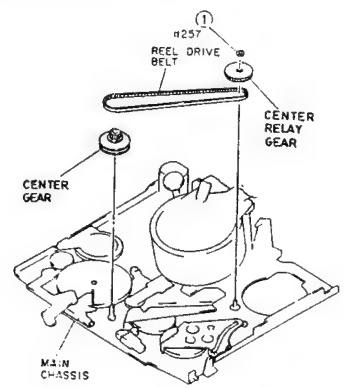

Fig. 2-69
1) Remove one (1) washer holding the centre relay gear. (See Fig. 2-69)